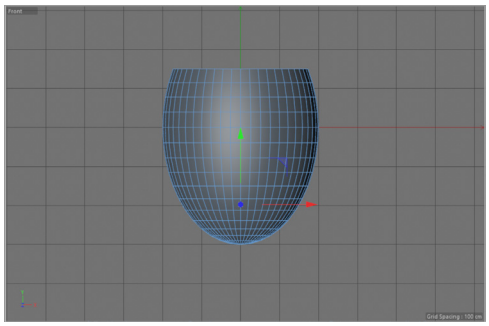

Figure 3-74 *Selected polygons extruded*
9. Right-click in the Front viewport; a shortcut menu is displayed. Choose **Extrude** from the shortcut menu; the **Extrude** tool settings are displayed in the Attribute Manager. In the **Extrude** tool settings area, make sure the **Options** button is chosen. In the **Options** area, set **-230** as the value in the **Offset** spinner and then press the ENTER key; the selected polygons are extruded in the Perspective viewport, as shown in Figure 3-74.